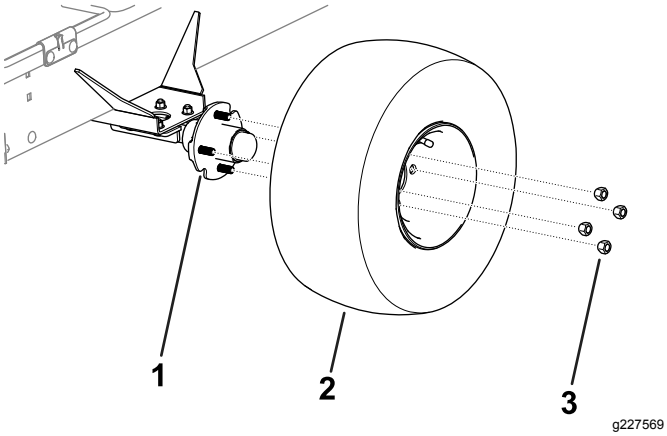

Figur 1
2. Ta bort hjulmuttrarna som håller fast länkhjulen vid släpets axlar (Figur 1).
3. Ta bort länkhjulen från båda sidorna av släpet (Figur 1).
3. Använd hjulmuttrarna när du monterar länkhjulen på axlarna. Se Figur 1.